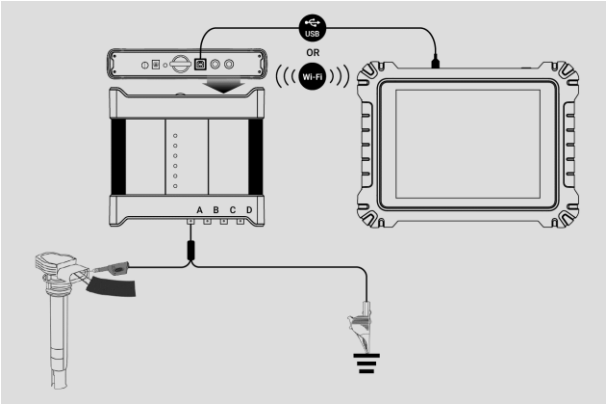

图 9-1 *示波器连接图示图*
1. 将 BNC 测试线或探针终端插入通道，完成接线步骤（参见*图 9-1 示波器连接图示图*）。